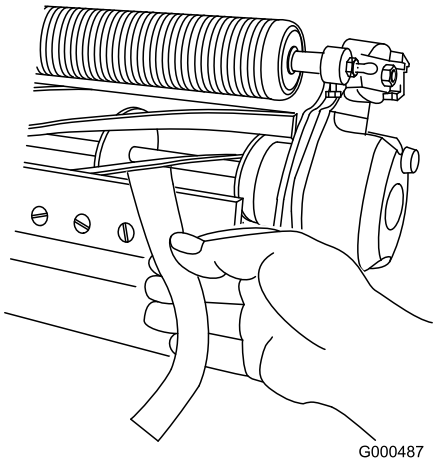

Figur 10
3. I én ende av spolen skyver du inn en lang strimmel med avispapir mellom spolen og motstålet (Figur 10). Mens du sakte dreier spolen fremover, skrur du
5. Når du har justert ferdig, kontrollerer du at spolen kan klemme papiret når du setter dette inn foran, og at papiret klippes når du setter det inn i en rett vinkel i forhold til motstålet (Figur 10). Det skal være mulig å klippe papir når det er minimal kontakt mellom motstålet og spoleknivene. Hvis det er for mye spolemotstand, vil det enten være nødvendig å slipe eller etterslipe klippeenheten for å få de skarpe kantene som kreves for å klippe presist (se Toros håndbok om spolesliping).